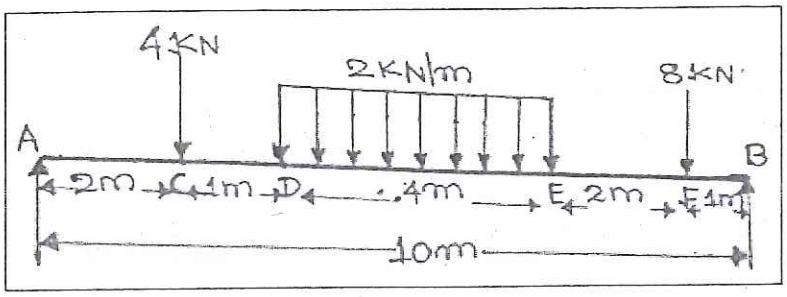

Figure 3b
b. Calculate the SFD and BMD for the beam as shown in the figure 3b. 10